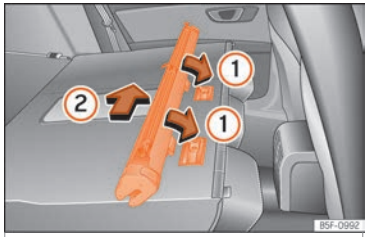

Fig. 181 Assembling the net partition in the rear seat backrests.
- Place the net casing in the rail slots in the direction of the arrows ››› Fig. 181 ①.
- Push the casing towards the left side of the vehicle in the direction of arrow ››› Fig. 181 ② and as far as it will go.
- Pull the net casing out approximately 5 cm in the opposite direction to the arrow ››› Fig. 181 ②.
- Remove the casing from the rails by pulling in the opposite direction to the arrows ››› Fig. 181 ①.